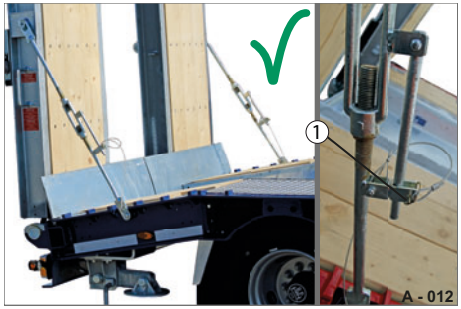

Abb. 11 Spannschloss gesichert
▶ Sichern Sie den Spannhebel mit Sicherungssplint (Abb. 11/1) in der Halterung.